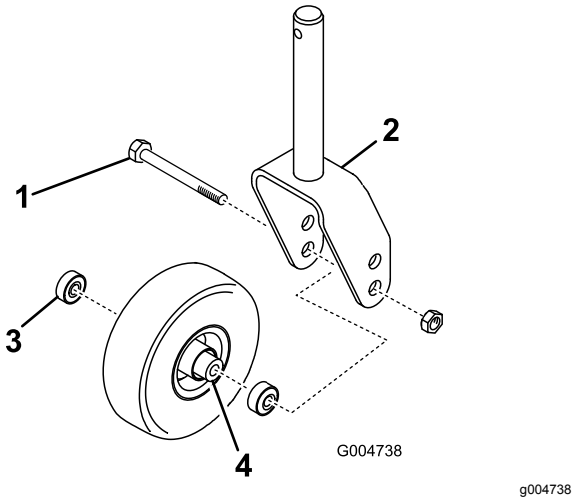
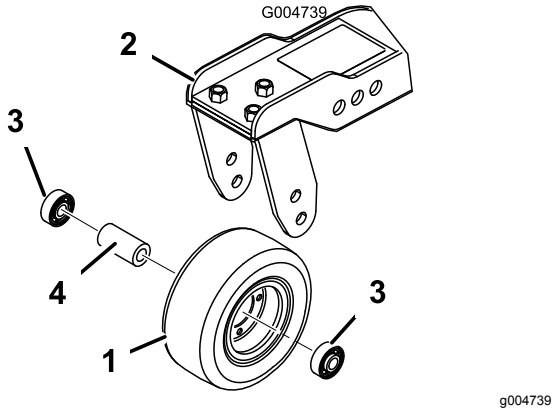

Figuur 105
Figuur 106
1. Verwijder de borgmoer van de bout waarmee het zwenkwiel is bevestigd in de zwenkwielvork (Figuur 105) of in de draaiarm van het zwenkwiel (Figuur 106).
2. Verwijder het lager uit de wielnaaf en laat het lager eruit vallen (Figuur 105 en Figuur 106).